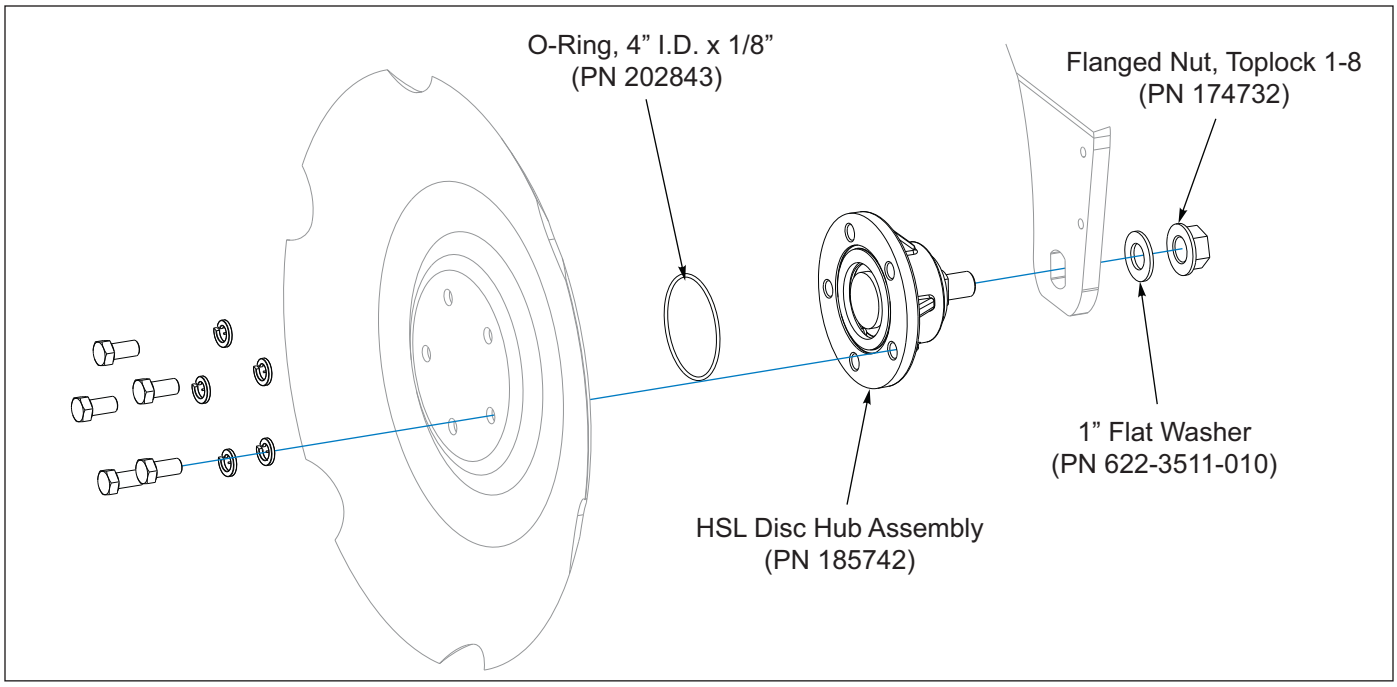

Figure 4-8: Disc Hub Bearing
1. The 7833 HSL features a maintenance free double tapered roller bearing in each disc hub (Landoll Part No. 174526). The maintenance free double tapered bearing is protected by a life time lubricated five lip seal (Landoll Part No. 185757) on the hub’s spindle side **(*See Figure 4-8*.)** The joint between the disc blade and the hub face is sealed with an O-ring that is compressed in a groove in the hub and seals against the disk. Should it become necessary for a disc hub bearing to be replaced there are two avenues available. Landoll Parts Department offers a complete bearing assembly ready to install (Landoll Part No. 185742). They also offer the component parts required (please reference the parts manual.)